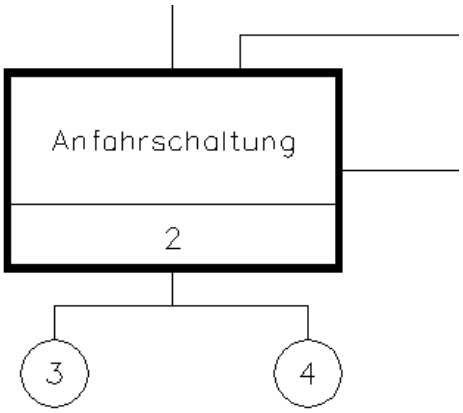

Bild 25.23 – Die Rücksprungpunkte des Zustandes *Anfahrschaltung*
- Fügen Sie einen weiteren Rücksprung nach Punkt *4 - Betrieb Stufe 2* hinzu (Abb. 25.23).